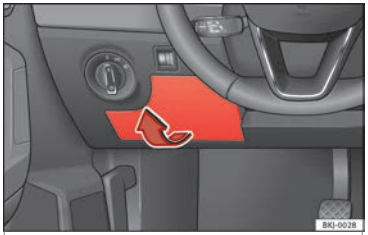

Fig. 71 En el tablero de instrumentos del lado del conductor: tapa de la caja de fusibles.
- Abrir: extraiga la tapa de la caja de fusibles en la dirección de la flecha ››› **fig. 71**.